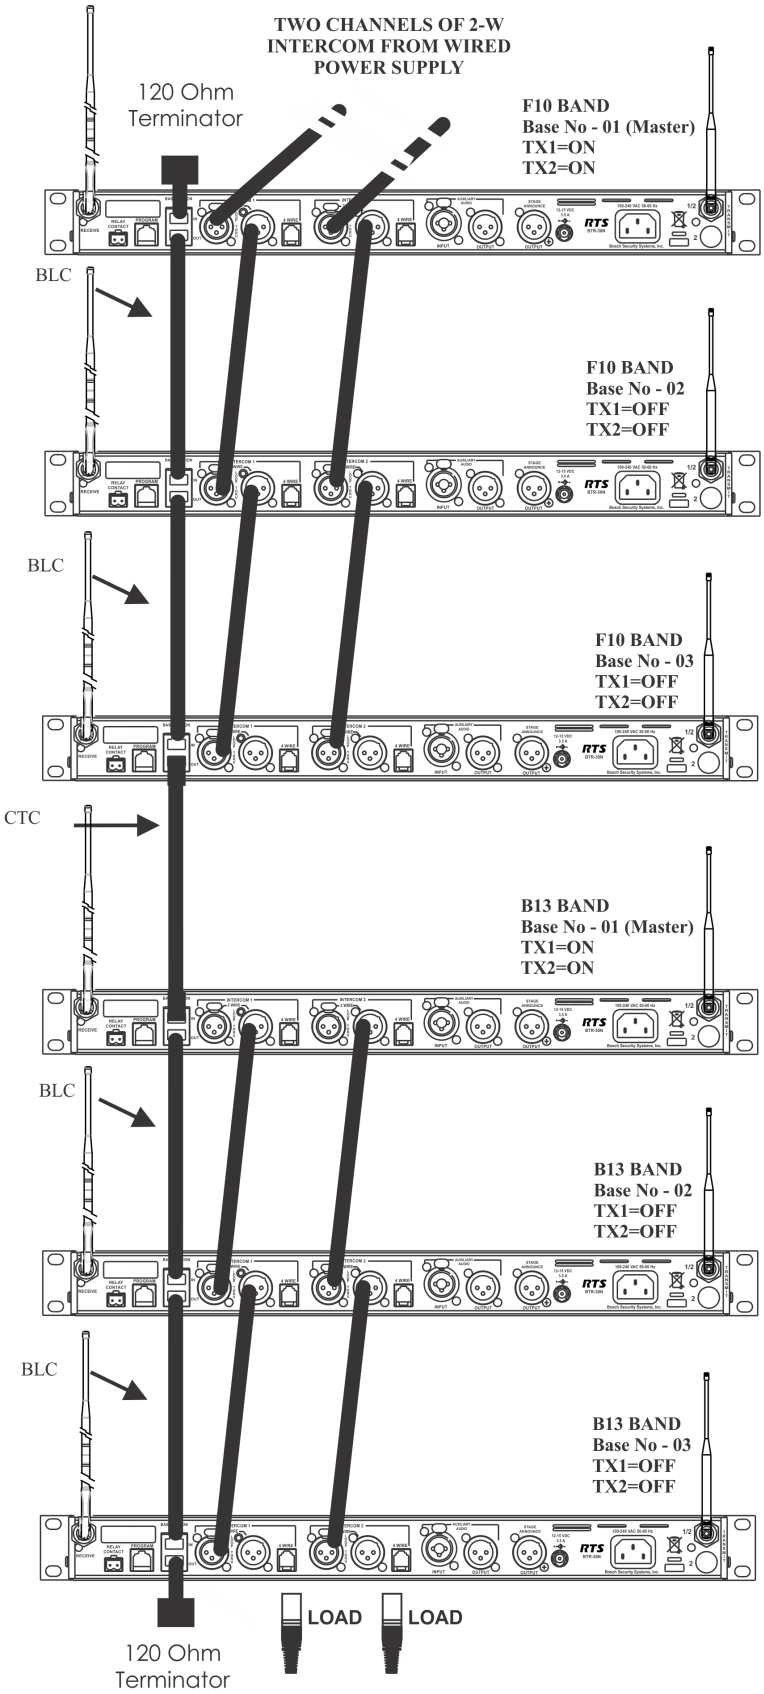

**FIGURE 68.** Multiple base stations connected via 2-wire audio cable and two CAN Bus networks.
- If using a party line to connect audio channels, the party line needs to be terminated by a connected PSU or a load XLR plug (P.N. TP-3 or TP-3R). See Figure 68.